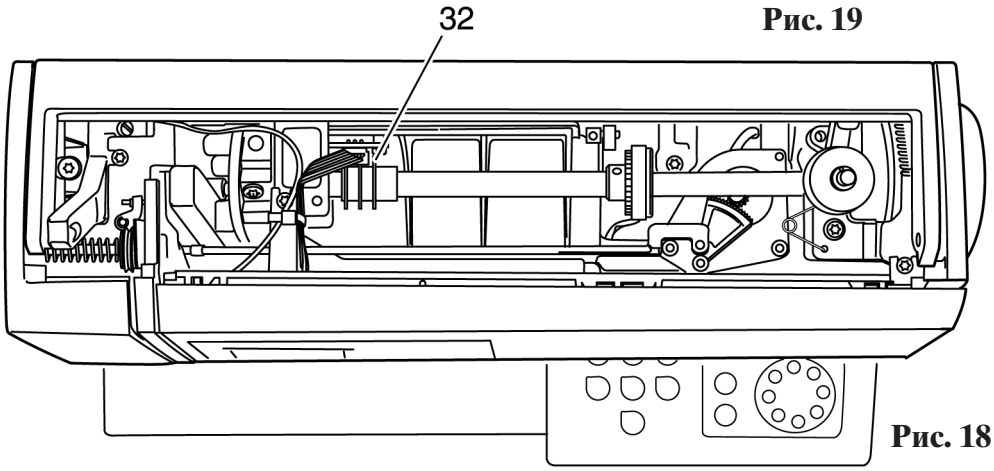

Рис. 18
- Слегка ослабьте крепежный винт регулирующей втулки 32 (рис. 18).